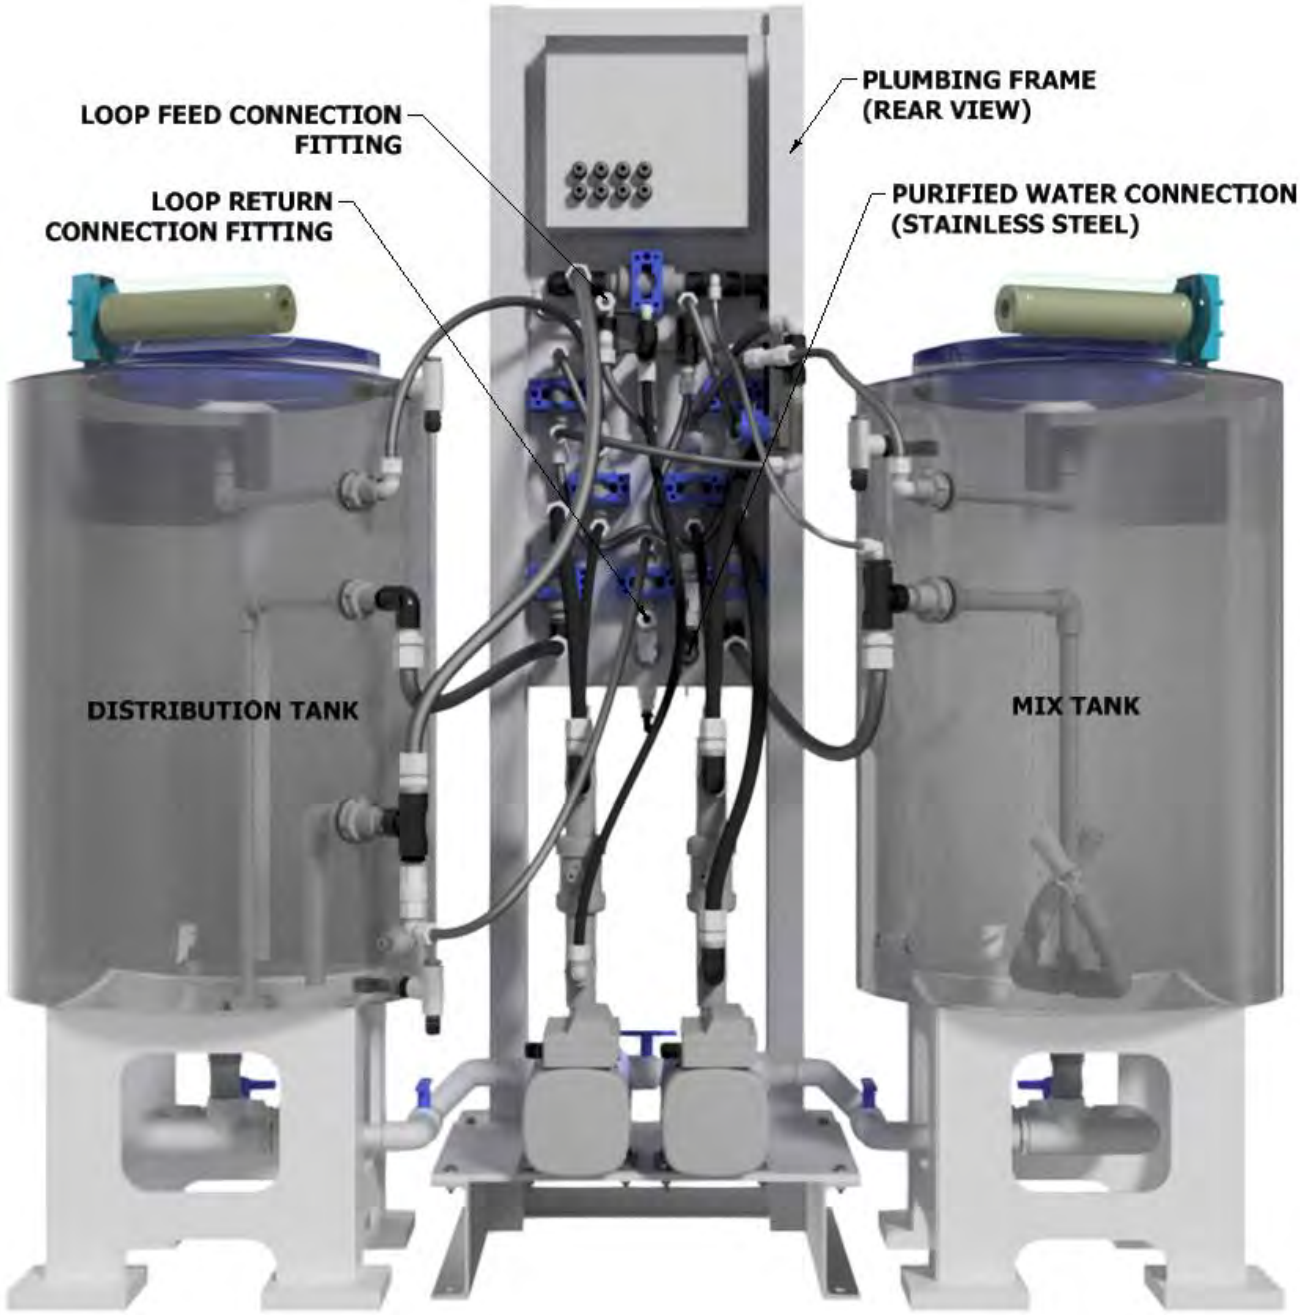

Fig. 3-2
4. Make sure to use an isolation valve at the purified water connection, and then connect the (6') inlet hose from the back of the plumbing frame (see Fig. 3-2). Note: AmeriWater recommends installing the valve on the center line of either tank instead of directly behind the tower. This will allow easy access to the valve and hose.
6. Connect the returning end of the bicarb loop (½" outside diameter blue polyethylene tubing), to the "Loop Return" connection fitting (see Fig. 3-2).